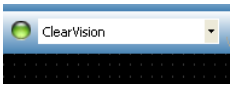

Рисунок 15: Успешный выбор датчика ClearVision™ Sensor
- После выбора ClearVision появится зеленый индикатор (Рисунок 15). Это свидетельствует о том, что теперь датчик подключен к компьютеру.